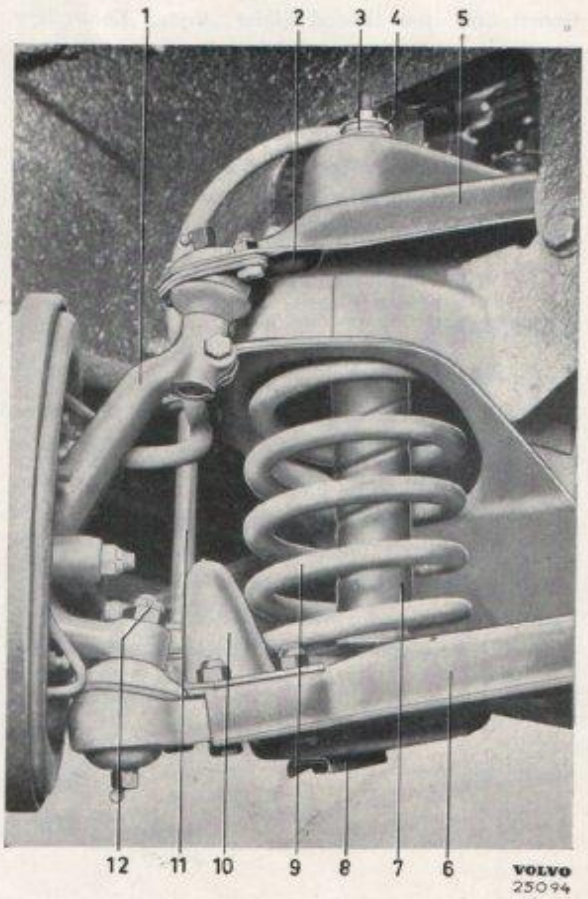
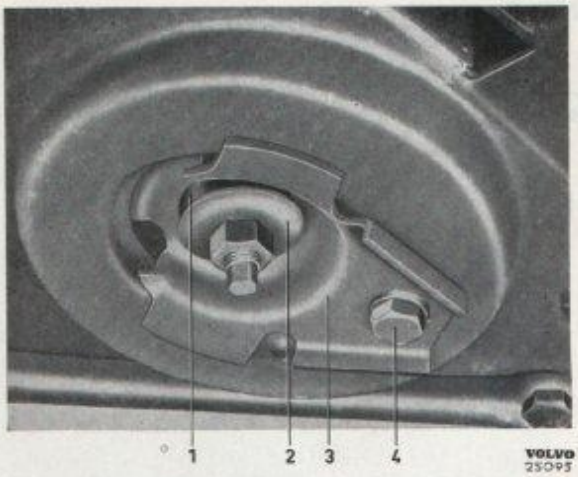

Bild 9-1. Främre fjäder och stötdämpare
Bild 9-2. Nedre infästning av främre stötdämpare
4. Demontera stötdämparens muttrar och brickor samt yttre gummibussningar (3, bild 9-1 och 1, bild 9-2). Tag bort skruven (4, bild 9-2) för fästbrickan (3) och drag denna och stötdämparen nedåt.
6. Skruva loss krängningshämmaren från nedre länkarmen. Demontera muttern (12, bild 9-1) för nedre kulleden.
1. Demontera övre fästmutter, bricka (4, bild 9-1) och gummibussning (3).
2. Demontera nedre fästmutter, brickor och gummibussning. Se bild 9-2.
3. Lossa skruven (4, bild 9-2) för fästbrickan (3) i nedre länkarmen och drag ut fästbrickan och stötdämparen.